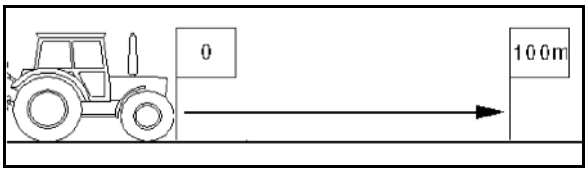

Fig. 30
1. Auf dem Feld eine Messstrecke von exakt 100 m abmessen. Anfangs- und Endpunkt der Messstrecke markieren (Fig. 30).